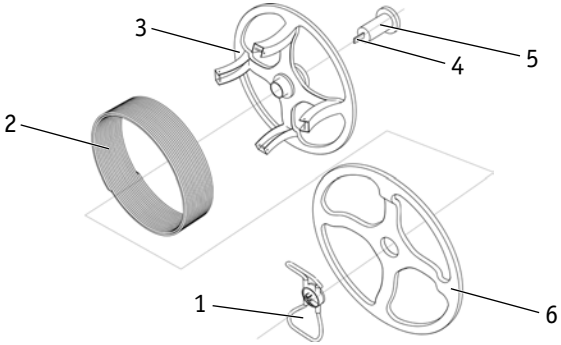

Рис. 8.3. Схема конструкции барабана проволоки.
1. Загрузите сварочную проволоку в барабан для проволоки (см. рис. 8.3).